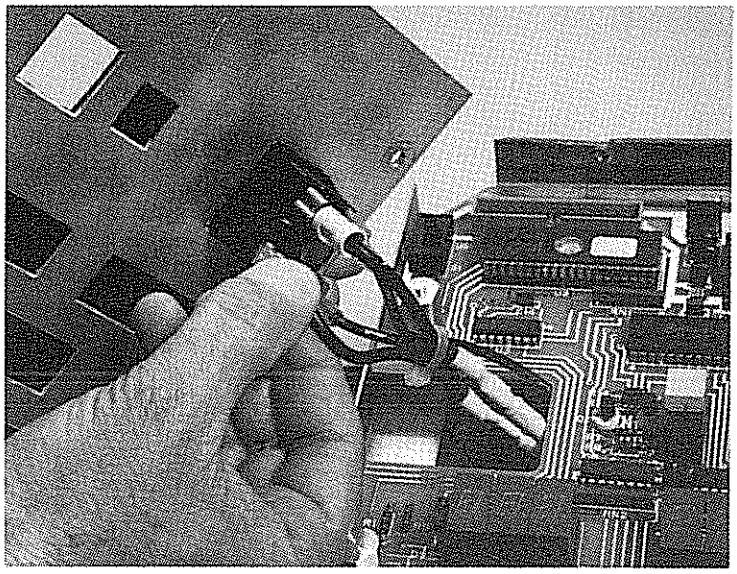

Figure 5.10. Disconnecting POWER Switch Wires from Switch Terminals.
d) Pry off the push-on connectors of the 4 wires from their terminals on the POWER switch (Figure 5.10).